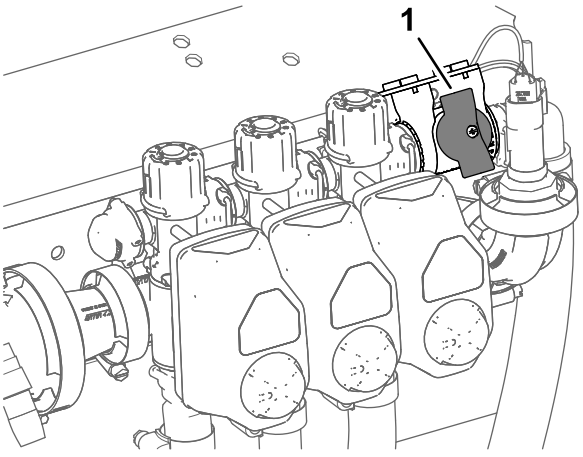

Figura 37
2. Gire el mando de la válvula de cierre del circuito de desvío a la posición de cerrado (Figura 37).